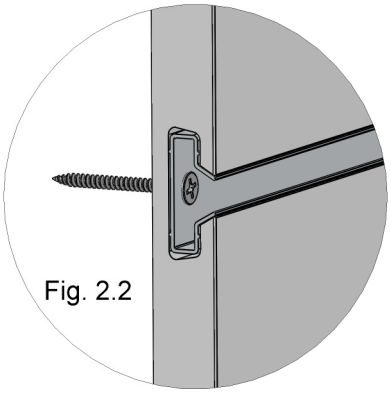

Fig. 2.2
- Slatwall inserted panels require ∅5/32" predrilling of holes thru the insert and panel for the mounting screws. Screws must be installed thru the inserts to ensure optimum hang strength. (See Fig. 2.2)